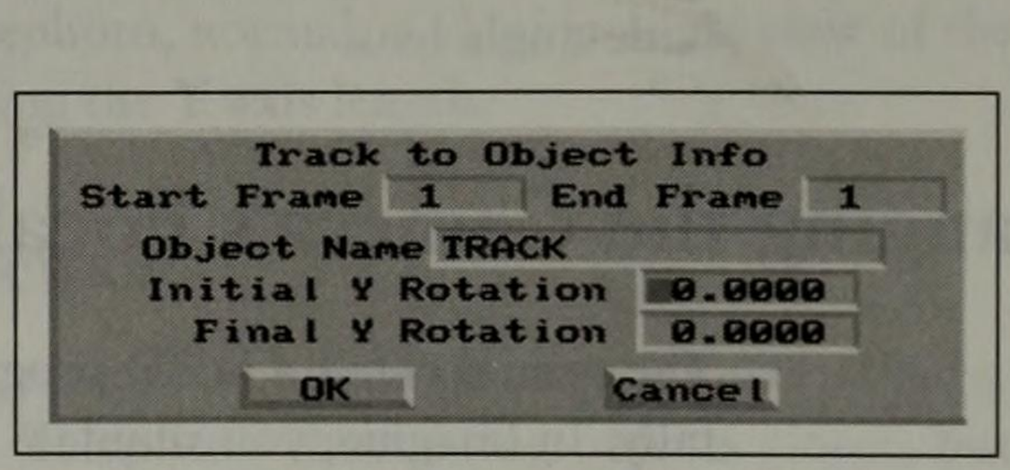

Figure 7-17 The Track to Object Info box
A new box pops on the screen (see Figure 7-17). The box provides options for tracking an object during an animation. We need only enter a name for the object we want to track.
4. Enter the word TRACK in the Object Name box (as shown in Figure 7-17). Click on OK. You are returned to the Action Editor.